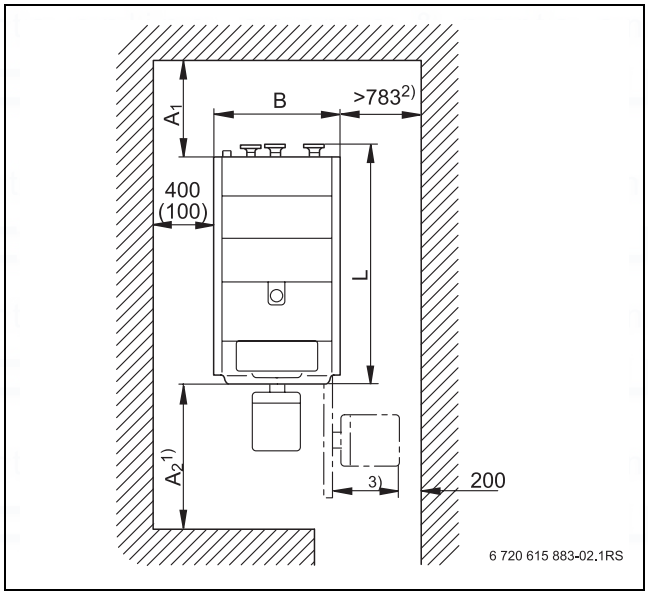

Fig. 2 Boiler room (for dimensions see Tab. 4), dimensions in mm
- When providing foundations or a support area, observe the specified minimum wall clearances (values in brackets) (→ Fig. 2 and Tab. 4) so that the installation and maintenance instructions can be followed without difficulty. The front edge of the boiler should be flush with the edge of the plinth.
If you wish to fix the control unit to the side of the boiler using the holder (accessory), you have to ensure additional clearance (→ Fig. 2, page 11).